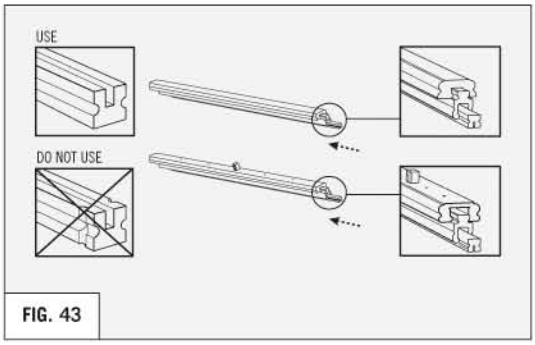

FIG. 43
4. Slide support rails and horizontal retainers into top and bottom rails. **(REFER TO FIG. 43)**